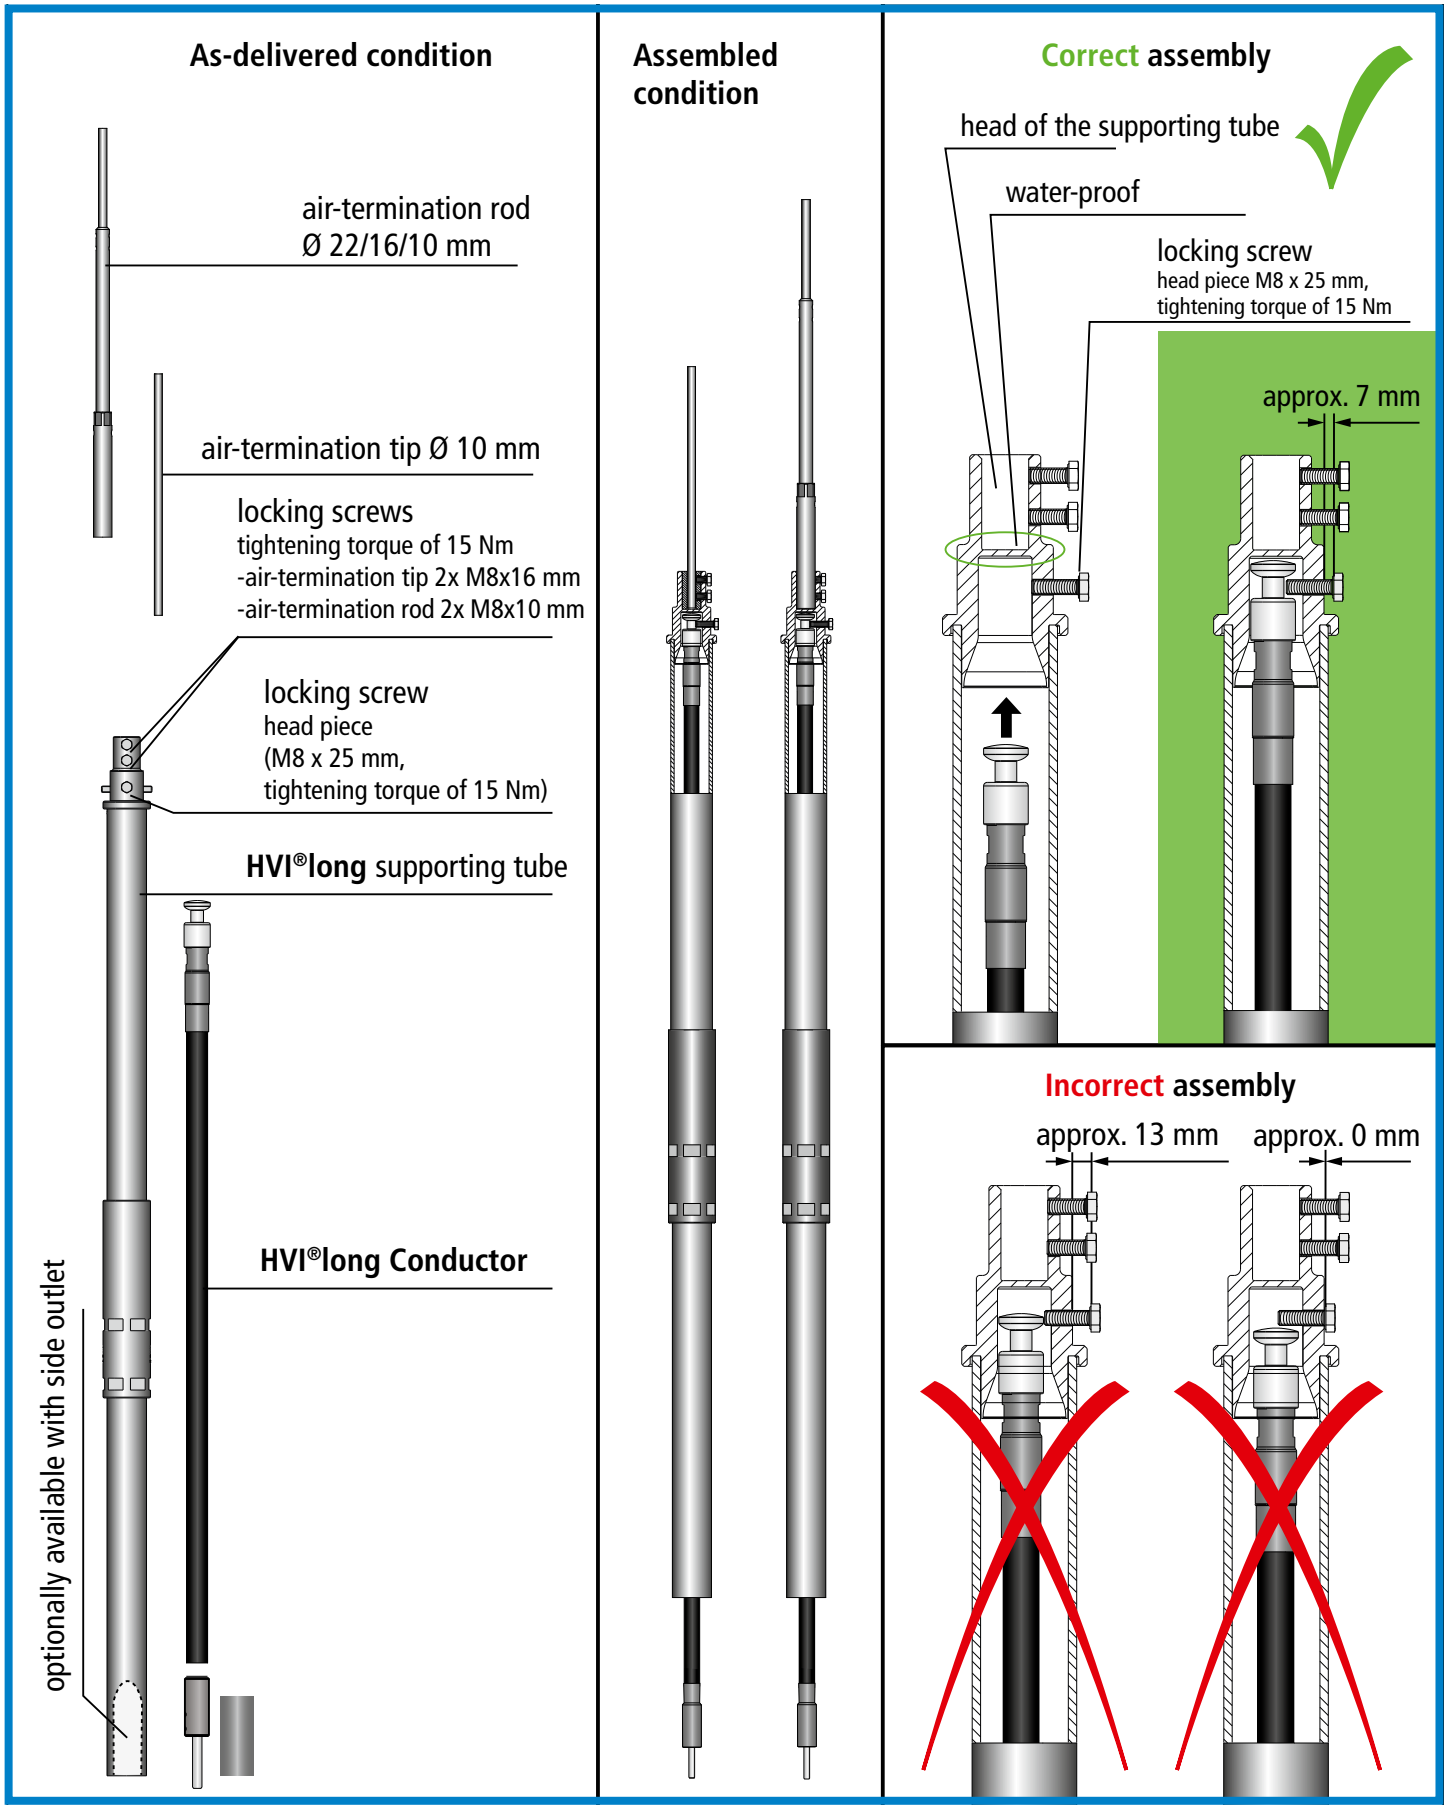

Figure 5 Installation of the head piece in the supporting tube
Before installing the supporting tube, insert the fixed head piece of the pre-assembled **HVI®long Conductor** into the supporting tube and fix it (see also Fig. 5, page 21).
- Check whether the **HVI®long Conductor** is properly fixed in the supporting tube (see Fig. 5). Proper installation can be verified by slightly pulling the conductor at the point where the conductor leaves the supporting tube.
- The locking screw on the side of the head of the supporting tube for the head piece of the **HVI®long Conductor** must be completely tightened (see also Fig. 5, page 21). Installation may not be possible if the screw protrudes too far from the head of the supporting tube.